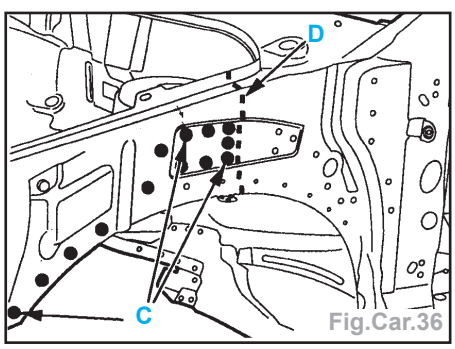

Fig.Car.36
- Souder par points électriques (suivant **G**) (avec l'équipement AB1) (Fig.Car.36).